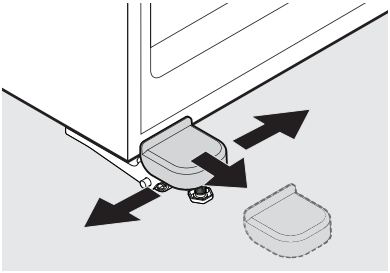

Figure 4
11. Retirez le couvercle de la charnière en dépliant délicatement les languettes du couvercle et en tirant le couvercle vers le devantde l'appareil (figure 4).